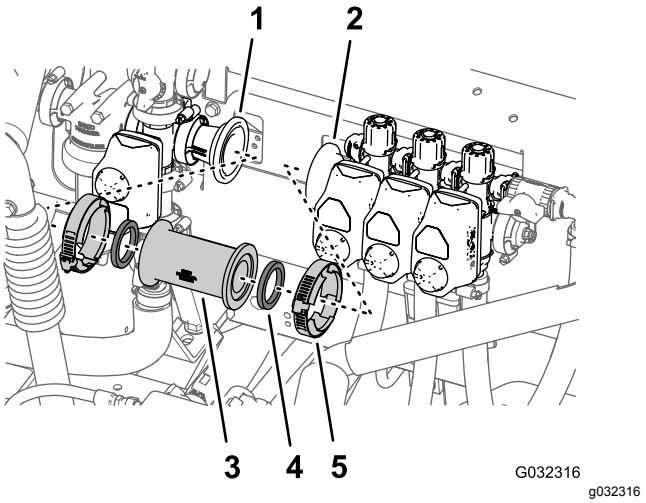

Figuur 45
2. Verwijder de 2 flensklemmen waarmee de rechte koppeling bevestigd is aan de adapterkoppelingen bij de mengklep en de linker spuitboomklep (Figuur 45).
3. Verwijder de rechte koppeling en 2 pakkingen van de machine (Figuur 45).